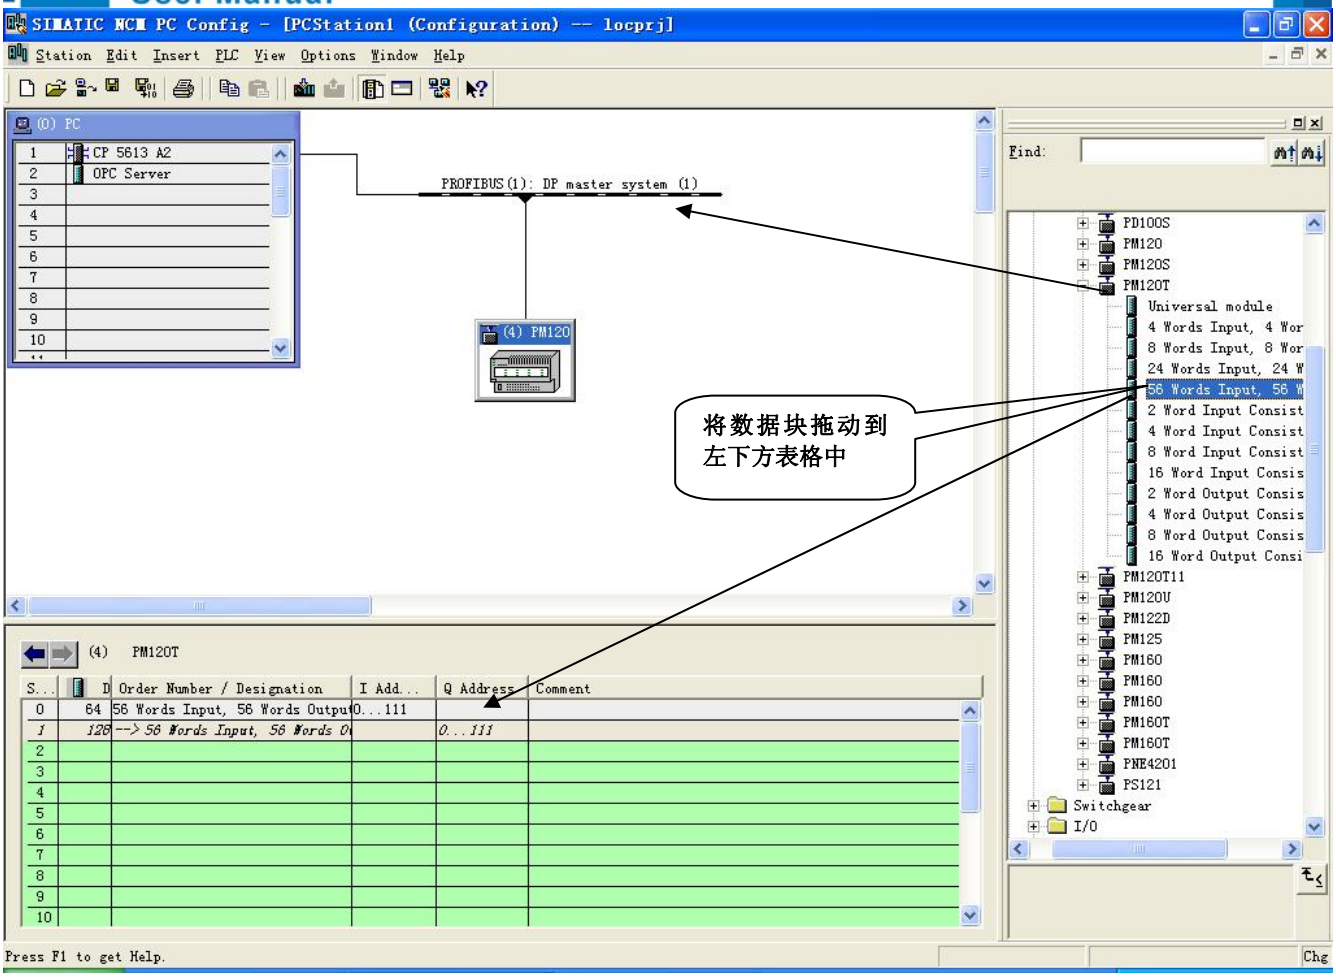

图 10
11. 将从站 PM-120T 配入到 PROFIBUS 网络配置当中，并将输入输出数据块，映射到 S7-300 或者其它控制器的内存当中。如图 10：